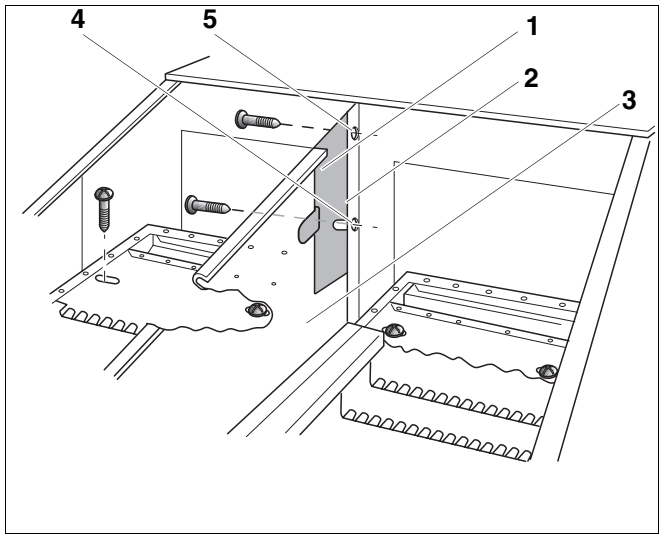

Afb. 53 Afsluitplaat monteren
Bij alle andere ketelgroottes moet de afsluitplaat (afb. 53, **pos. 1**), die los bijgeleverd wordt als volgt gemonteerd worden.
- Plaats de afsluitplaat (afb. 53, **pos. 1**) op de afscheidingswand (afb. 53, **pos. 3**).
- Bevestig de afsluitplaat (afb. 53, **pos. 1**) aan het bovenste bevestigingspunt (afb. 53, **pos. 5**) met een schroef aan de middensteun (afb. 53, **pos. 2**) van de trekonderbreker.
- Bevestig de afsluitplaat (afb. 53, **pos. 1**) aan het onderste bevestigingspunt (afb. 53, **pos. 4**) met een schroef aan de middensteun (afb. 53, **pos. 2**) van de trekonderbreker.
- Monteer voor de montage van het reinigingsdeksel de afsluitplaat (afb. 53, pagina 47).